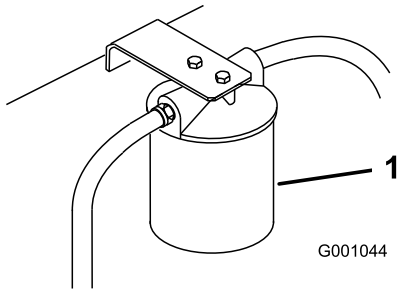

Figur 77
4. Sätt ett tömningstråg under filtret, ta bort det gamla filtret och torka ren filteradapterpackningens yta (Figur 77).